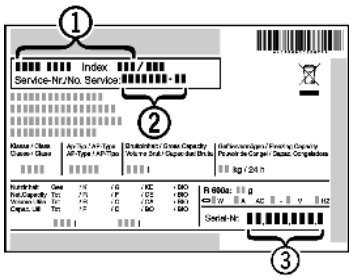

Fig. 12
▶ Наименование устройства *Fig. 12 (1)*, сервисный № *Fig. 12 (2)* и серийный № *Fig. 12 (3)* считайте с заводской таблички. Заводская табличка находится внутри устройства слева.
▶ Обратитесь в сервисную службу и сообщите вид неисправности, наименование устройства *Fig. 12 (1)*, сервисный № *Fig. 12 (2)* и серийный № *Fig. 12 (3)*.